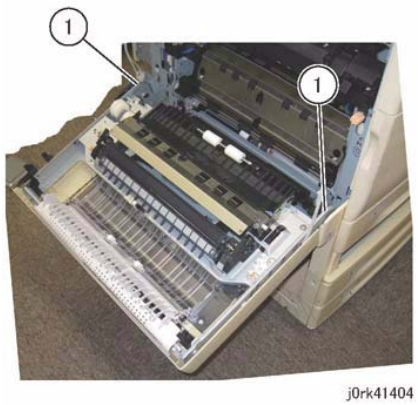

Figure 4 L/H Cover Unit
7. Remove the L/H Cover Unit. (Figure 4)